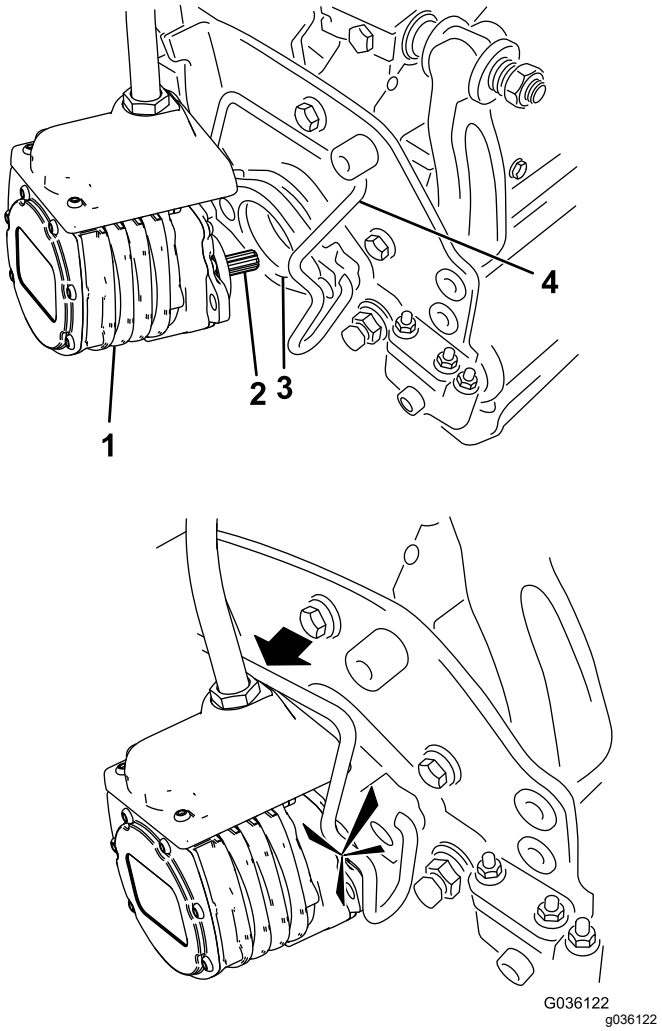

**Figur 54**
6. Kom rent smørefedt på notakslen på klippeenhedens motor (Figur 54).
7. Sæt motoren ind i klippeenhedens venstre side (set fra førersædet), og træk motorens holdestang på klippeenheden i motorens retning, indtil du hører et klik fra begge sider af motoren (Figur 54).